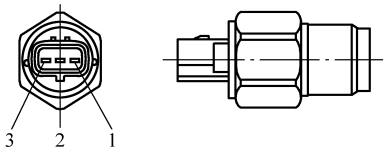
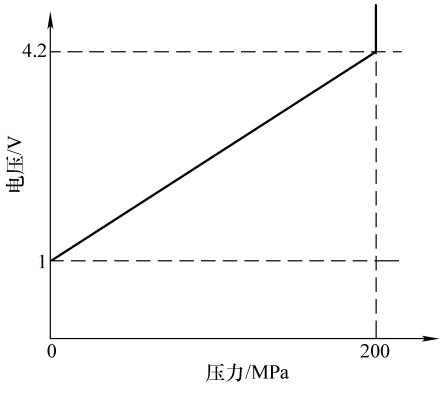

图 6-67　轨压传感器
图 6-68　轨压传感器电压与压力之间的关系
⑪ 轨压传感器见图 6-67；轨压传感器电压与压力之间的关系见图 6-68。